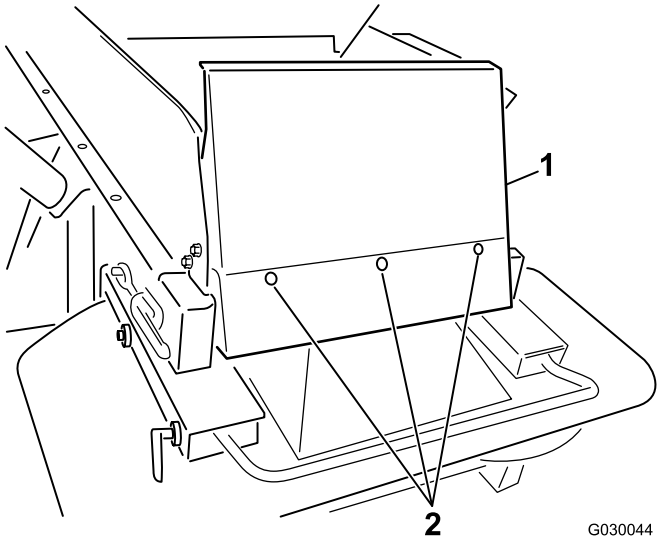

Figur 7
6. Monter tragtbeholderens afskærmning ved hjælp af de medfølgende rundhovede bolte og nylon-låsemøtrikker på 1/4 x 5/8 tomme (Figur 7).